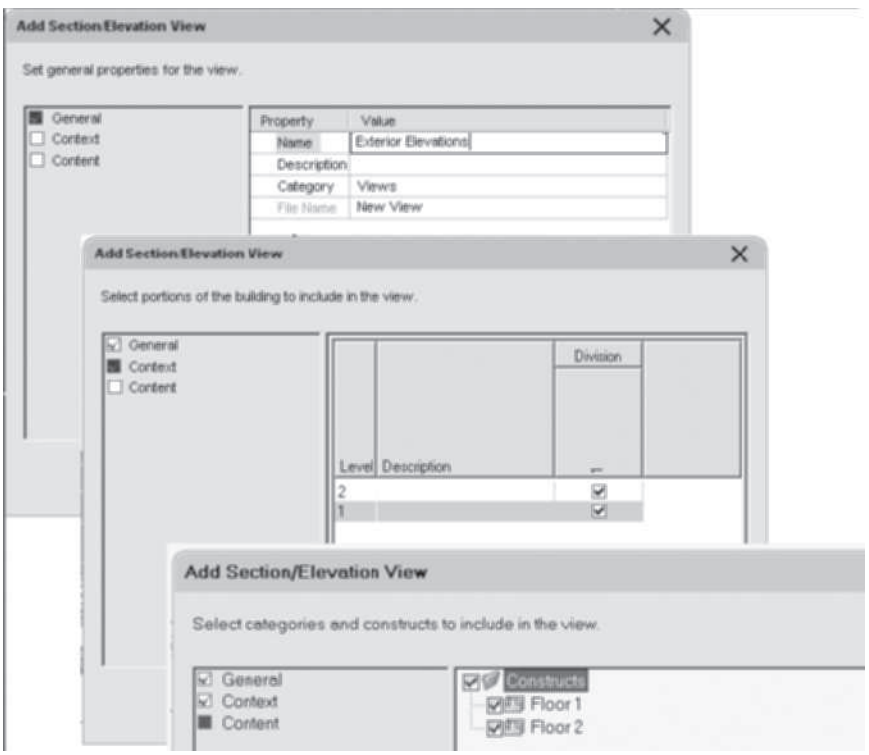

FIGURE 12.7 *Add Section/Elevation View dialog box*
5. Edit the **Add Section/Elevation View** dialog box as follows: Type the Name = **Exterior Elevations** of the View drawing in the **General** page, click **Next**, and verify levels and constructs that are selected in the **Context** and **Content** pages as shown in Figure 12.7. Click **Finish** to dismiss the dialog box.